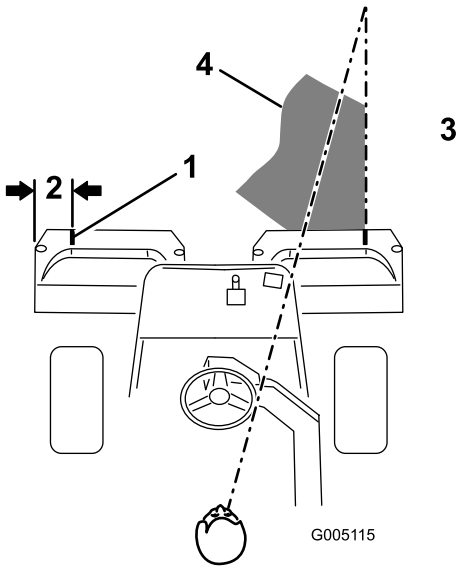
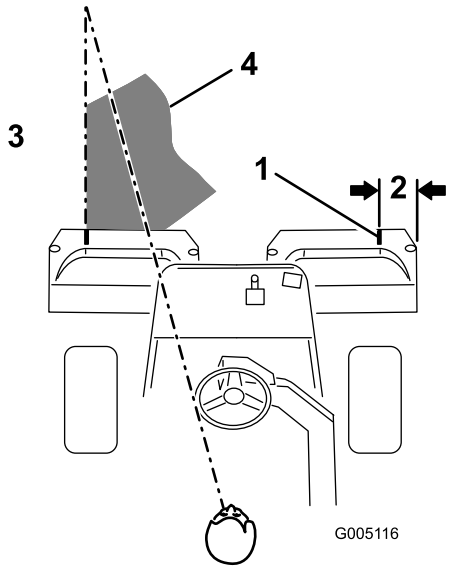

Figur 29
Figur 30
2. Placer enten et stykke hvidt tape, eller tegn en linje på hver enkelt opsamler parallelt med den ydre kant på hver enkelt opsamler (Figur 29).
3. Sørg for at overlappe minimalt med den forudgående klipning ved tilbagekørsler. Skab en imaginær, lige sigtelinje på ca. 1,8-3 m foran maskinen til kanten af den uklippede del af greenen (Figur 29 og Figur 30), som hjælp til at bevare en lige linje på tværs af greenen og for at holde maskinen i en tilsvarende afstand fra kanten af den foregående klipning. Der er nogle, der finder det nyttigt at medtage rattets ydre kant som en del af sigtelinjen, dvs. holde rattets kant på linje med et punkt, der altid holdes i samme afstand fra maskines forende (Figur 29 og Figur 30).